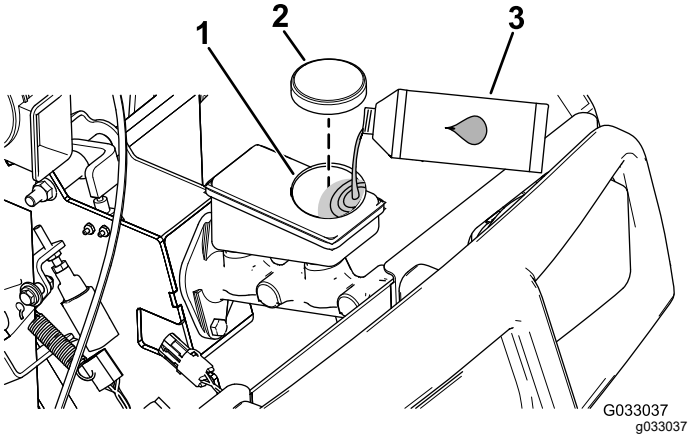

Figur 16
2. Hev panseret for å få tilgang til hovedbremsesylinderen og -beholderen (Figur 16).
A. Rengjør området rundt beholderen, og ta av lokket (Figur 16).
C. Sett lokket på beholderen (Figur 16).